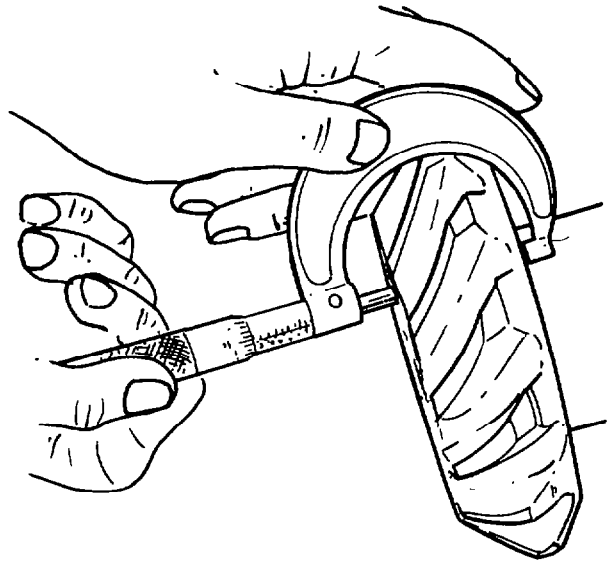

Fig. 308 — Measuring Bevel Pinion Gear
a. Note and record the dimension etched on the back of the bevel pinion gear, also measure and record the thickness of the pinion head (see fig. 308). These dimensions will be required later to determine the ideal shim pack.